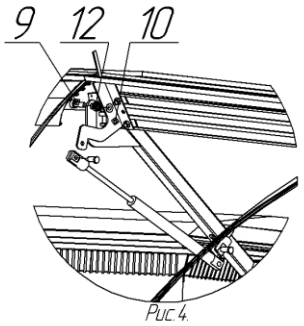

Рис.4.
5. Зафиксировать стекло винтом 9, через гайку 12, в резьбовую заклепку опоры 10 лобового стекла 11 см. рис.4).